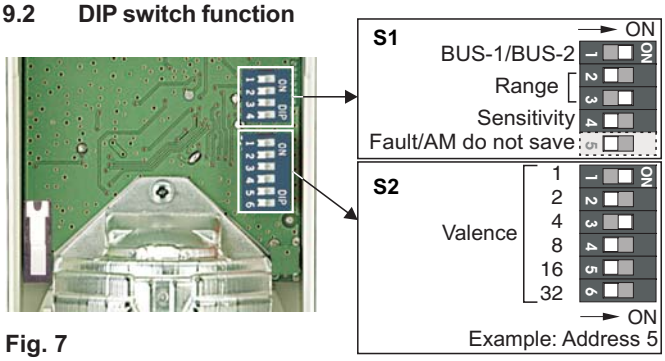

Fig. 7
9.3 BUS user address (Fig. 7)
The DIP switch S2 (see Fig. 7) is for setting the BUS user address.